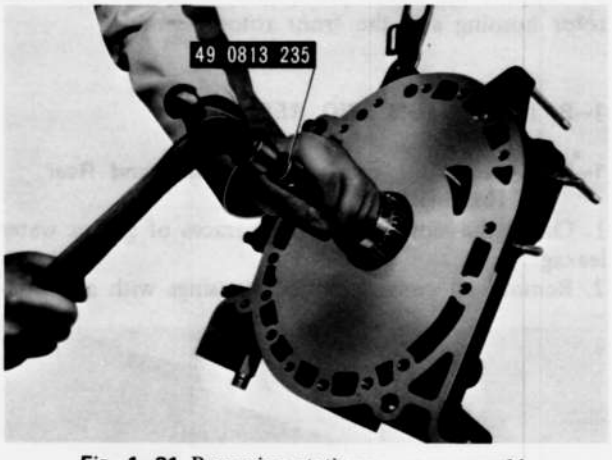

Fig. 1–31 Removing stationary gear assembly
2) Remove the adaptor on the main bearing replacer and press the main bearing out of the stationary gear by using the **main bearing replacer** (49 0813 235), as shown in Fig. 1–32.